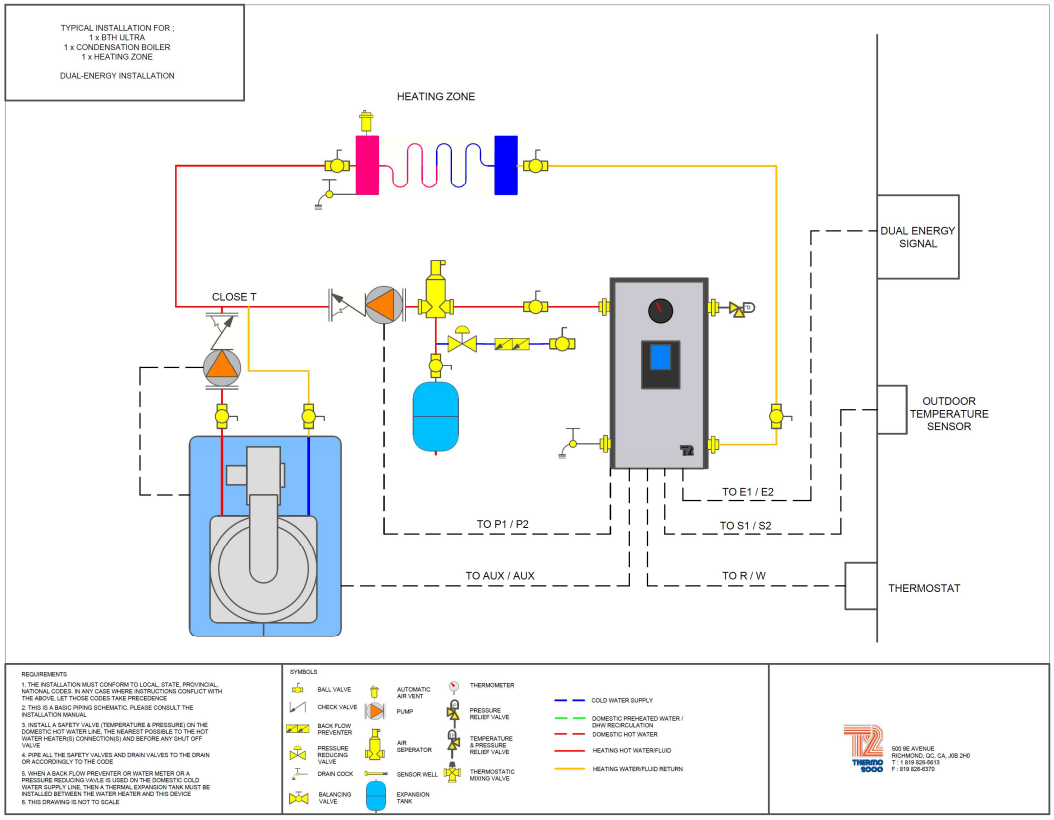

**Figure 8 - Typical Dual-Energy installation with a condensation boiler (1 zone)**
N.B.: Make sure to select the appropriate port A, B and AB when making the connection of the piping (see fig.8)